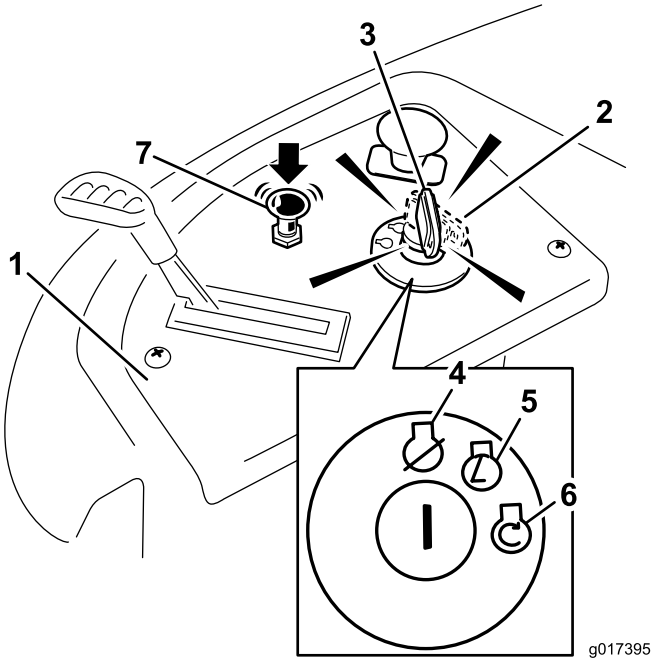

**Figur 14**
4. Start motoren ved å vri tenningsnøkkelen til Start. Slipp nøkkelen straks motoren starter (Figur 14).
5. Etter at motoren har startet, skyv chokekontrollen ned (Figur 14). Hvis motoren slurer eller er treg, dra opp chokekontrollen og la motoren gå i noen sekunder. Skyv så ned på chokekontrollen. Gjenta dette etter behov.
3. Vri tenningsnøkkelen til Av (Figur 14) og ta ut nøkkelen.